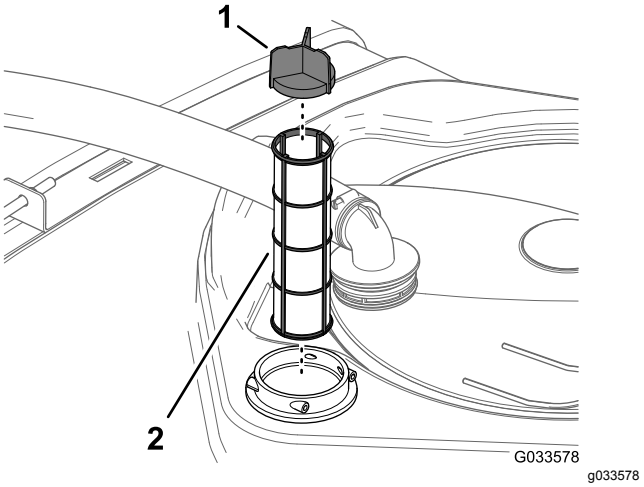

**Figuur 54**
4. Verwijder de oude zuigkorf uit de behuizing in de tank (Figuur 54).